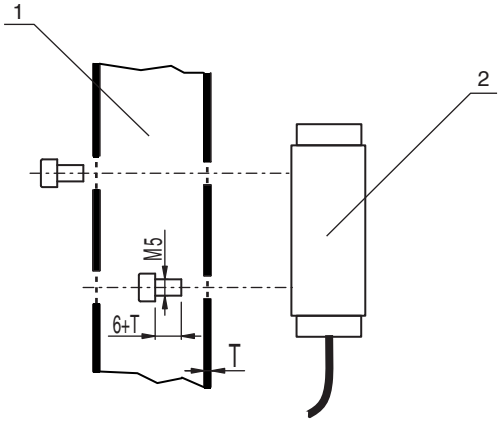

Рис. 6.1: Крепление шарнира, длина крепежных винтов = 6 + T мм
- крепежные винты M5 подходящей длины (см. рис. 6.1)
- Точно измерить длину винтов M5 (см. рис. 6.1).